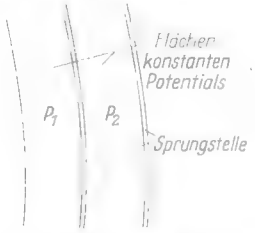

Bild 20. Unterteilung eines Potentialfeldes in Flächen konstanten Potentials
a) Man nimmt an, daß das Potential sich nicht stetig, sondern in kleinen Sprüngen ändert. Das Elektron durchläuft eine kleine Fläche konstanten Potentials O—P_1, dann folgt eine Sprungstelle, in der sich das Potential von P_1 auf P_2 ändert. An diese Sprungstelle schließt sich wieder eine kleine Fläche konstanten Potentials (P_2) an (Bild 20).